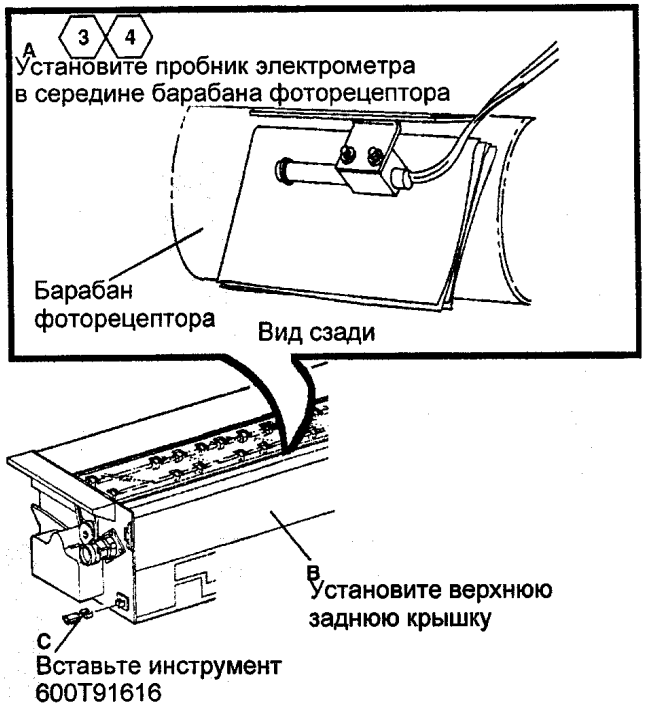

Рис. 2 Установка пробника электрометра
6. (РИС. 2): УСТАНОВИТЕ ПРОБНИК ЭЛЕКТРОМЕТРА.